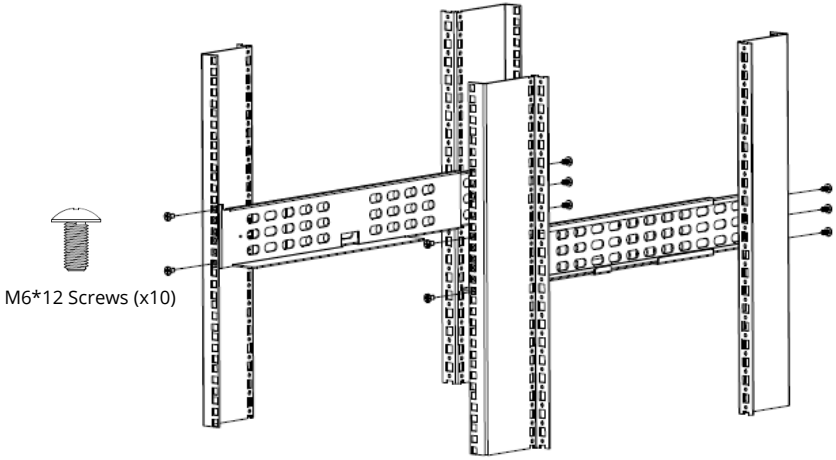

Figure 1
1. Attach the Rails to the 19" four-post rack or cabinet with the (10) M6*12 retaining screws provided. Use (2) screws for attaching each of the front rail brackets and (3) screws each for the rear attachments. (Fig. 1)